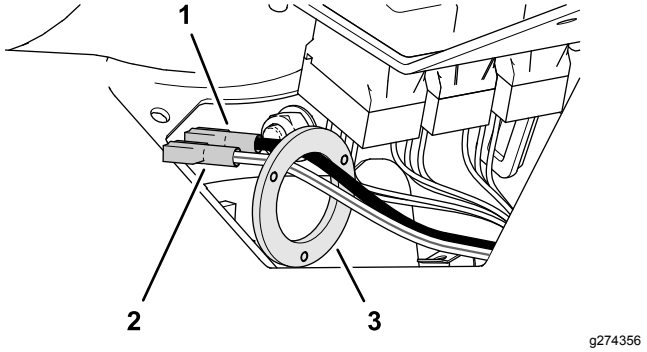

Figure 4
2. Working inside the console, locate the unused socket-terminal connectors for the white/red wire and the black wire, and assemble the accessory-port bracket over the wires (Figure 4).